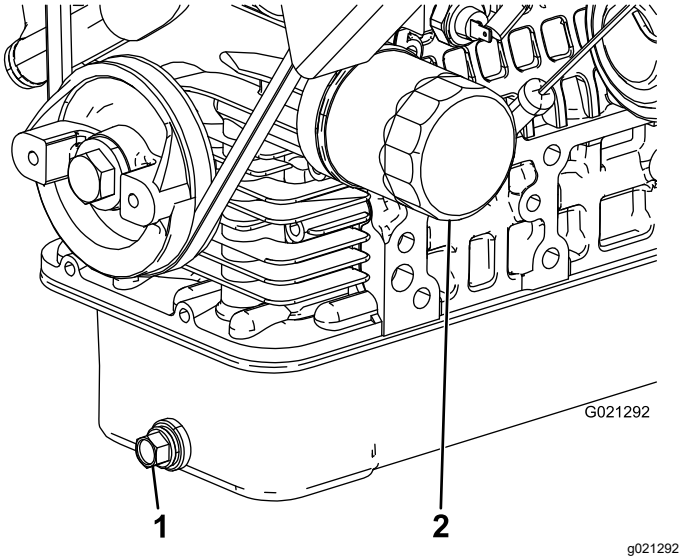

Figuur 45
2. Verwijder de aftapplug en laat de olie in een opvangbak lopen (Figuur 45).
4. Verwijder het oliefilter (Figuur 45).